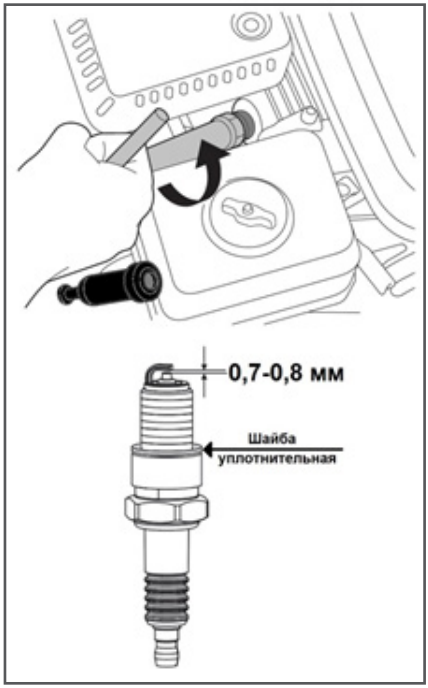

Рис. 23 Обслуживание свечи зажигания
4. Измерьте зазор между электродами свечи зажигания специальным щупом. Зазор должен быть 0,7-0,8 мм (Рис. 23). При увеличении или уменьшении требуемого зазора, рекомендуется заменить свечу, так как регулировка зазора может привести к изменению качества искрообразования.